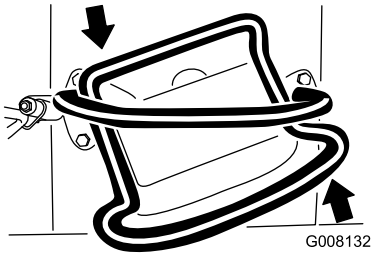

**Figur 10**
- Vrid drivreglaget moturs för att svänga åt vänster (Figur 10).